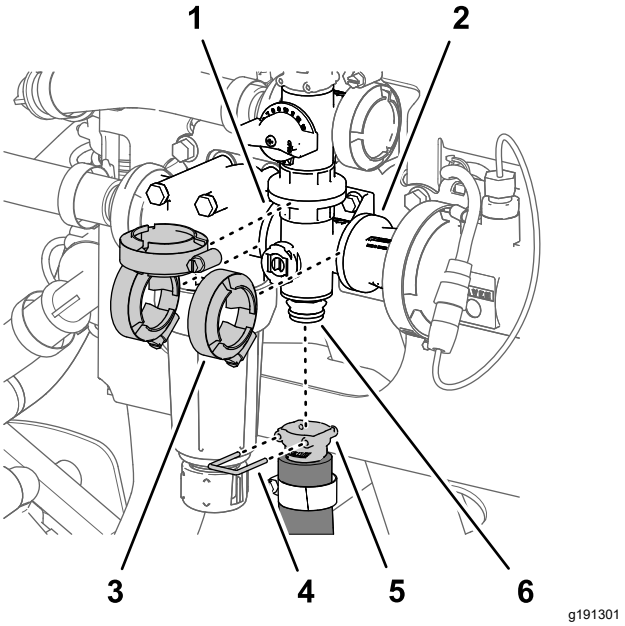

Figuur 118
1. Verwijder de snelkoppelingspen waarmee de snelkoppeling voor de mengslang bevestigd is aan de verdeler voor de mengklep (Figuur 118).
2. Verwijder de 3 flensklemmen waarmee de mengklepverdeler bevestigd is aan de flenzen van de kop van het drukfilter en de koppelingsadapter (Figuur 118).